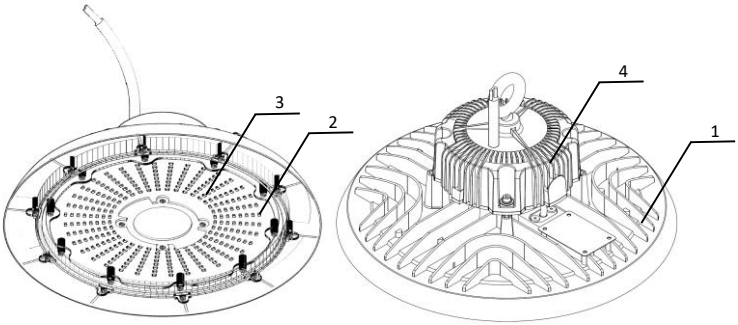

Рисунок 2.
3.3. Светильник Geniled Kolokol состоит из основных частей (см. рисунок 2):